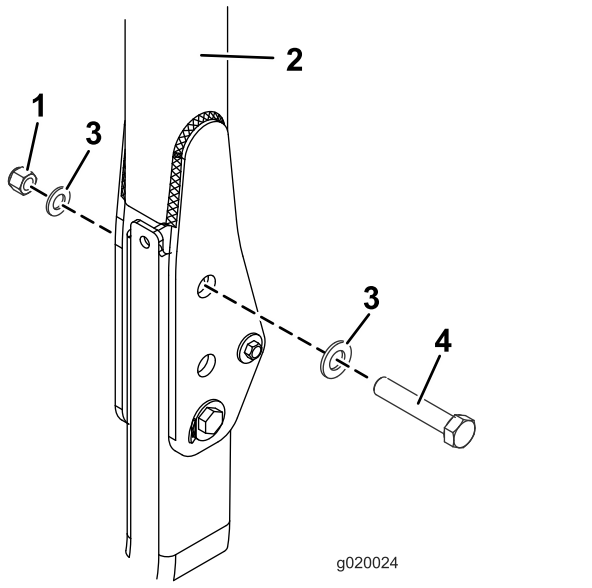

Figura 19
3. Inserite una rondella (13/16" x 1½") su ciascun bullone (¾" x 4"), come illustrato nella Figura 19.
4. Nei fori da cui sono state estratte le spine, installate bulloni e rondelle (Figura 19).
5. Montate un'altra rondella su ciascun bullone e fissate con un dado (¾"), come illustrato nella (Figura 19). Serrate i dadi a 323 - 396 N·m.
6. Serrate il bullone orientabile del ROPS (Figura 19) a 91 - 113 N·m per evitare il rimbalzamento del roll bar e del parasole.